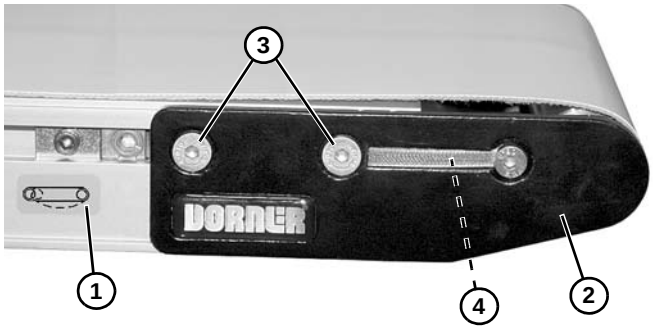

Figure 54
, **(Figure 54, élément 1)** régler l'ensemble de plaque de tête **(Figure 54, élément 2)** : Sur les deux côtés du convoyeur, desserrer les vis de fixation **(Figure 54, élément 3)** et tourner l'engrenage à pignons **(Figure 54, élément 4)** pour régler l'ensemble de plaque de tête.
3. Après réglage d'une tension correcte, serrer au couple de 7 N.m les vis de fixation **(Figure 54, élément 3)** sur les deux côtés du convoyeur.